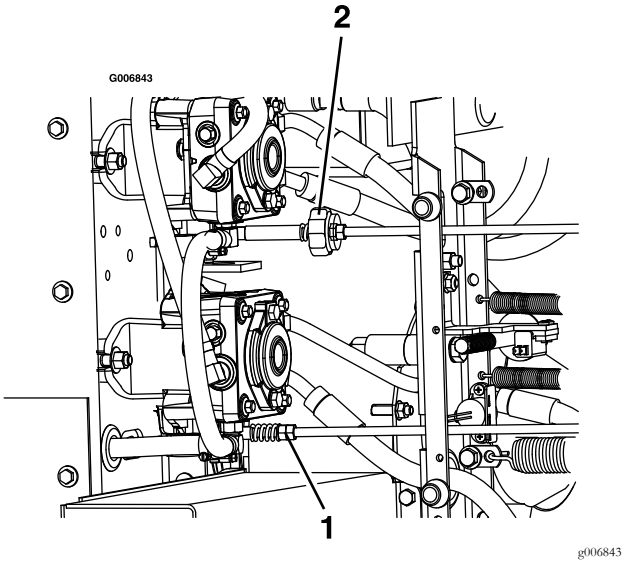

Figure 36
7. Adjust the right pump linkage by using a wrench to turn the double nuts on the assembly (see Figure 36)